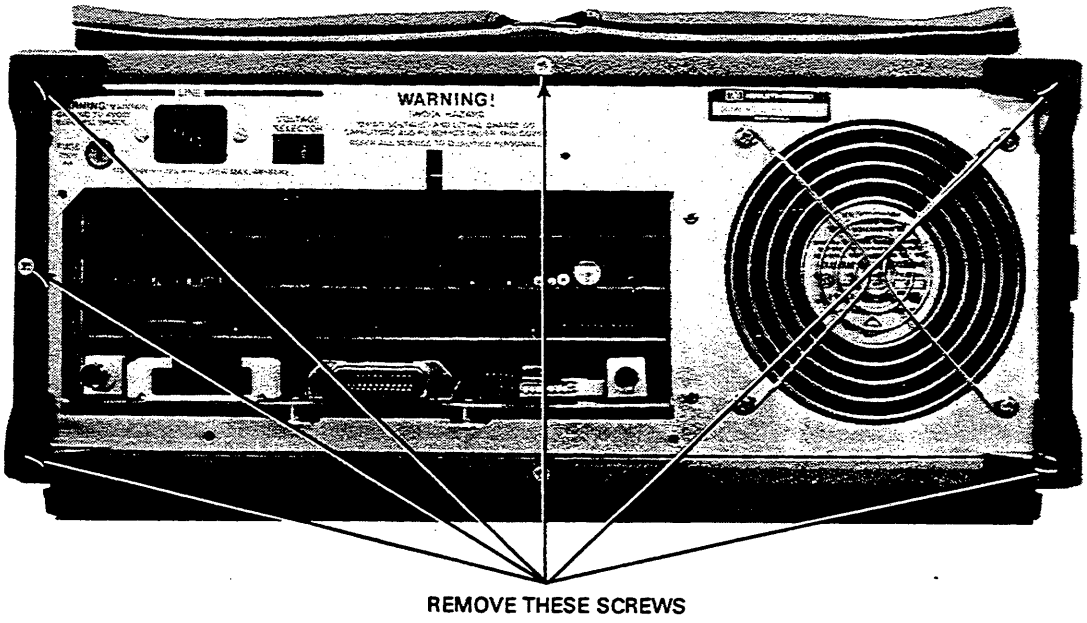

Figure 8-7.
c. Remove the four plastic standoffs and loosen the two screws that secure the top and bottom covers and remove the covers. See figure 8-7.
d. Loosen the screw that secures the perforated side panel and remove. See figure 8-7.
a. Remove the four plastic standoffs and loosen the two screws that secure the top and bottom covers. See figure 8-7.
b. Remove the two plastic standoffs and loosen the screw that secures the top cover to the frame. Remove top cover. See figure 8-7.